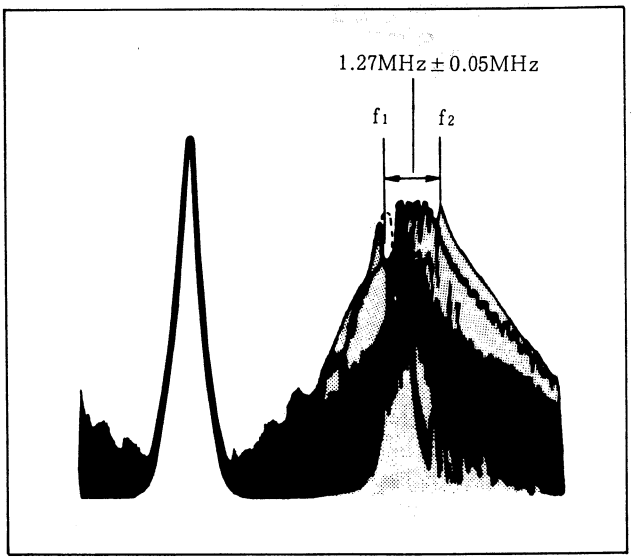

図5-35. デビエーション調整
1) RV207でf_2とf_1の間隔を1.27MHz±0.05MHzに調整する。(図5-35.参照)